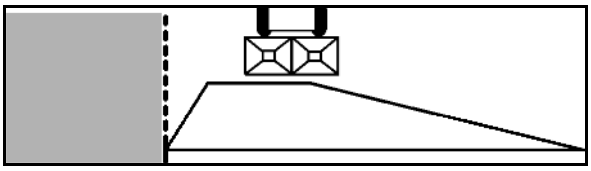
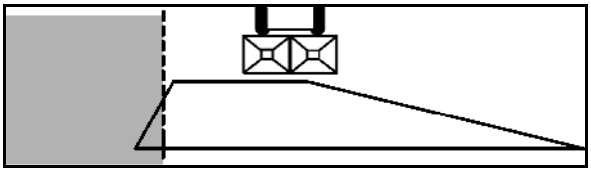

**Rys. 73**
**Rys. 75**
1. **Wysiew graniczny zgodnie z przepisami o nawożeniu (Rys. 73):**
3. **Wysiew krawędziowy (Rys. 75):**
**Do wysiewu granicznego** (zgodnie z przepisami o nawożeniu) (Rys. 73) wzgl. **wysiewu krawędziowego** (obok własnych, planowanych do siewu pól) (Rys. 75) **lewą tarczę wysiewającą Omnia-Set** (lewostronny wysiew graniczny), patrząc w kierunku jazdy, **zastąpić** odpowiednią tarczą do wysiewu granicznego **Tele-Set**.